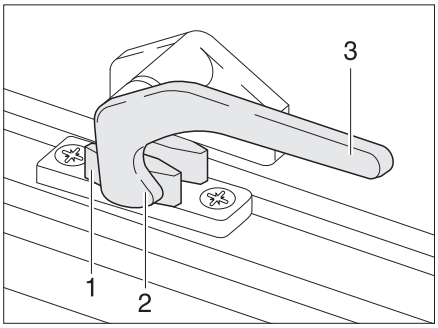

Fig. 36 Catch lever in "closed" position
- Turn the catch lever (Fig. 36,3) a quarter turn towards the centre of the window.
- Turn the catch lever (Fig. 36,3) a quarter turn towards the window frame. The locking catch (Fig. 36,2) is located on the inside of the window catch (Fig. 36,1).
- "Firmly closed" (Fig. 36).